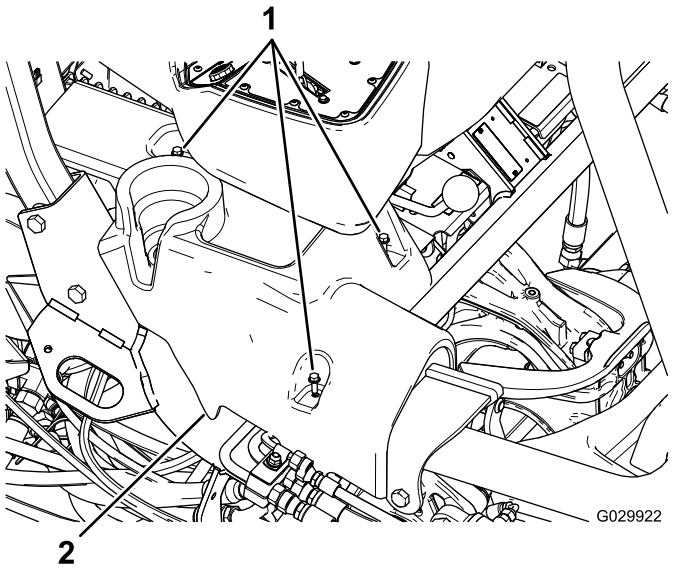

图1
4. 拆下固定左侧和右侧控制台的凸缘头螺栓，卸掉控制台（图1）。